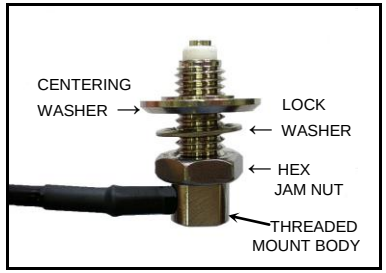

Figure 4
a. Remove the NMO Mount Nut from the Threaded Body. Thread the Hex Jam Nut completely toward the bottom end of the Threaded Body. Place the Lock Washer first, followed by the Centering Washer onto the Threaded Body. **Note**: The Lock Washer should be located between the Hex Jam Nut and the Centering Washer. See Figure 4.